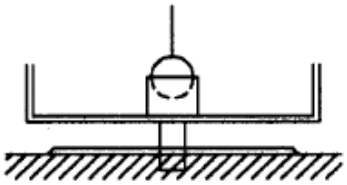

Fig. 8 Horizontale Justierung
- Justagezylinder auf die Messvorrichtung stecken und die Pendelkugel in diesen stecken (siehe Fig. 8).